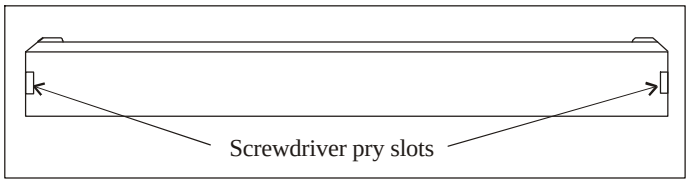

Figure 5-5, Front Cover Plate Below the Door
2. Remove the front cover plate below the door. There are small flatblade screwdriver pry slots on each end of the plate to help remove it. See Figure 5-5.